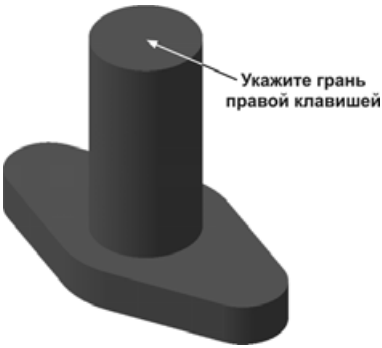

Рис. 6.138
- Самостоятельно создайте на верхней грани основания цилиндрическую бобышку высотой 50 и диаметром 25 (рис. 6.138).
- Укажите правой кнопкой мыши плоскую верхнюю грань цилиндрической бобышки (рис. 6.138) и вновь выполните **Эскиз из библиотеки**.